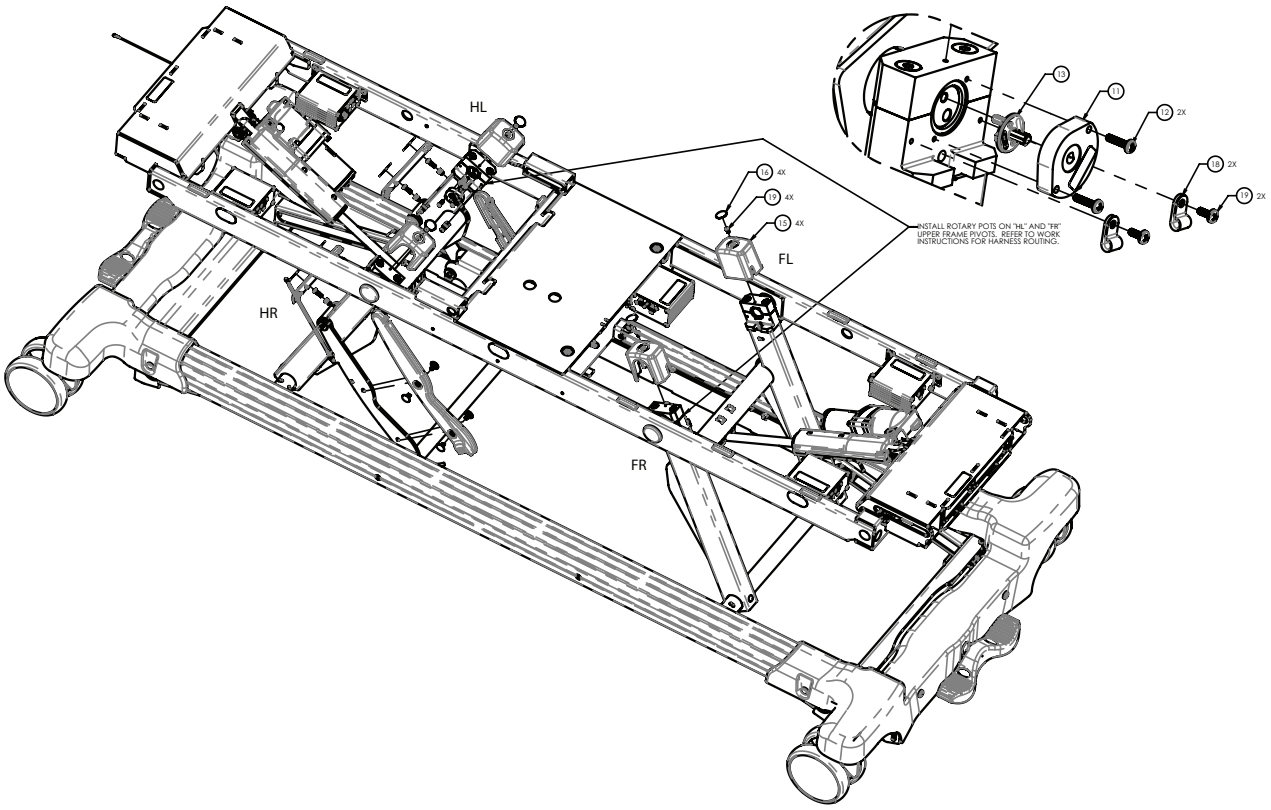

Figure 33 – Remplacement du potentiomètre
7. À l'aide d'un outil à pointe, retirer l'étiquette ronde (16) sur le dessus de la protection du bras de levage (Figure 33).
8. À l'aide d'un tournevis cruciforme tronqué n° 2, retirer et conserver les deux vis (19) qui fixent le capuchon au bras de levage (Figure 33).
9. À l'aide d'un tournevis cruciforme n° 2, retirer et conserver la vis (19) qui fixe le clamp en P (18) et le câble du potentiomètre au bras de levage (Figure 33).
10. À l'aide d'un tournevis cruciforme n° 2, retirer et conserver les deux vis (12) qui fixent le potentiomètre (11) au bras de levage (Figure 33).
11. Tirer le câble hors du tube du bras de levage et débrancher et retirer le potentiomètre (11).
12. Retirer et conserver l'engrenage du potentiomètre (13) du potentiomètre (11) et jeter le potentiomètre (Figure 33).